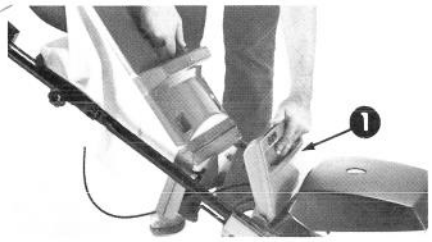

Figure 12
3. Tirez la porte arrière de la tondeuse pour l'ouvrir à fond (Fig. 12).
4. Soulevez le sac entre les montants du mancheron (Fig. 12).